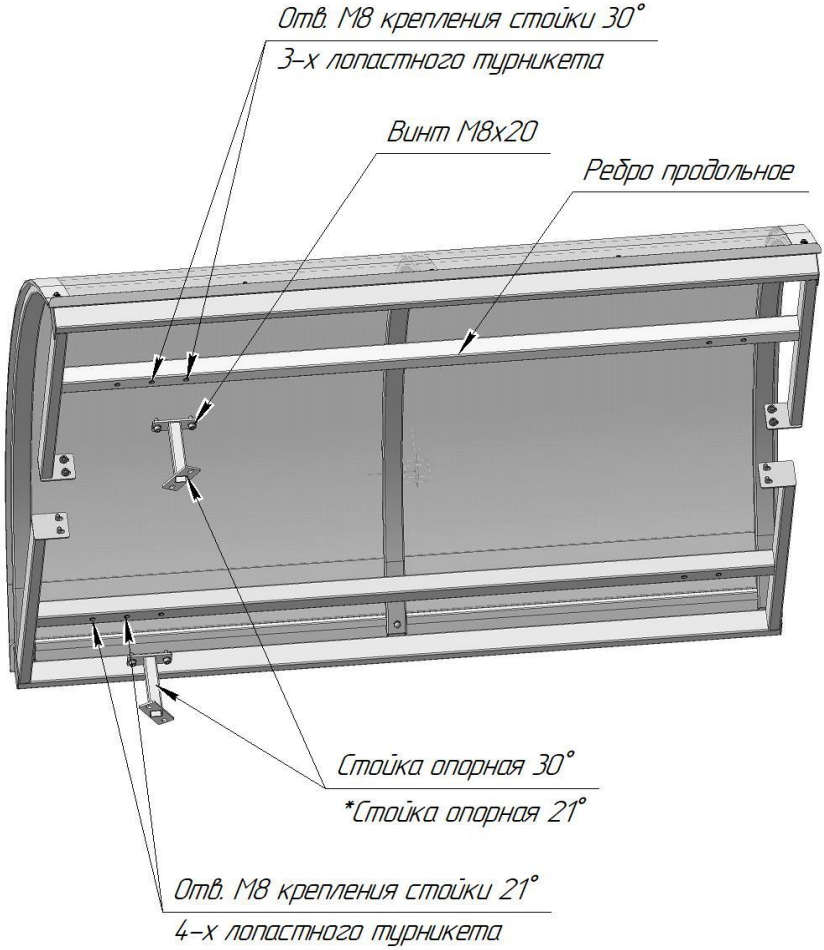

Рис. 3 Крыша для турникета полноростового серии «Ростов-Дон ПР1Л/М2»
6.3. К нижней плоскости продольных ребер каркаса крыши в зависимости от исполнения турникета прикрутите опорные стойки (рис.2, рис.3) винтами М8х20 (затяжка предварительная).